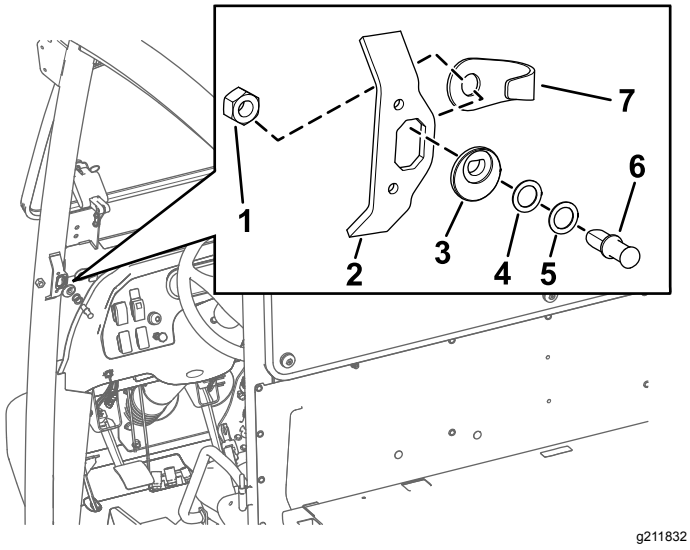

Figur 3
2. Juster låsestiftkammen i henhold til åpningen i slagplaten i posisjonen som er vist i Figur 3.
3. Sett inn låsestiftene (først uten skivene) på låsestiftkammen (Figur 3).
5. Innrett låsestiften og låsemutteren på baksiden av åpningen på slagplaten (Figur 3).
6. Stram låsemutteren på låsestiften for hånd (Figur 3).